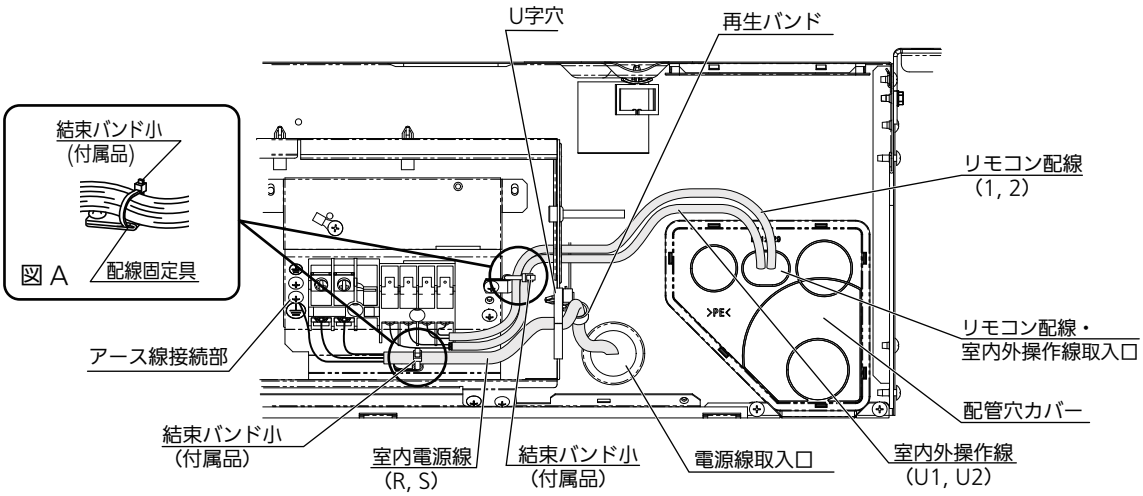

図2
- ワイヤードリモコン使用の場合、配管穴カバーにカッター等で穴を開けて、配線を通してください。（図2）
- 電源線を室内ユニット背面の電源線取入口から電装ボックス側面のU字穴を通し電装ボックスに引き込んでください。（図2）
- リモコン配線および室内外操作線を、室内ユニット背面右側のリモコン配線・室内外操作線取入口から電装ボックスの側面中央の穴を通し、電装ボックスに引き込んでください。（図2）